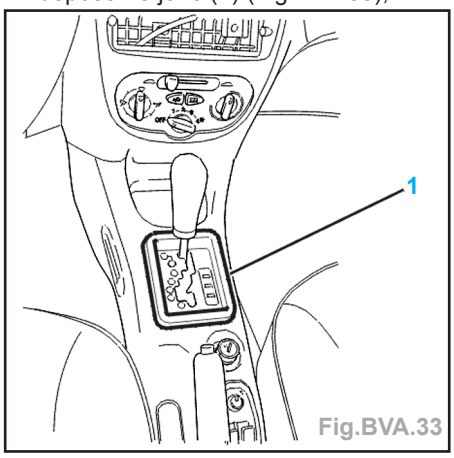

Fig.BVA.33
• déposer le jonc (1) (Fig.BVA.33),